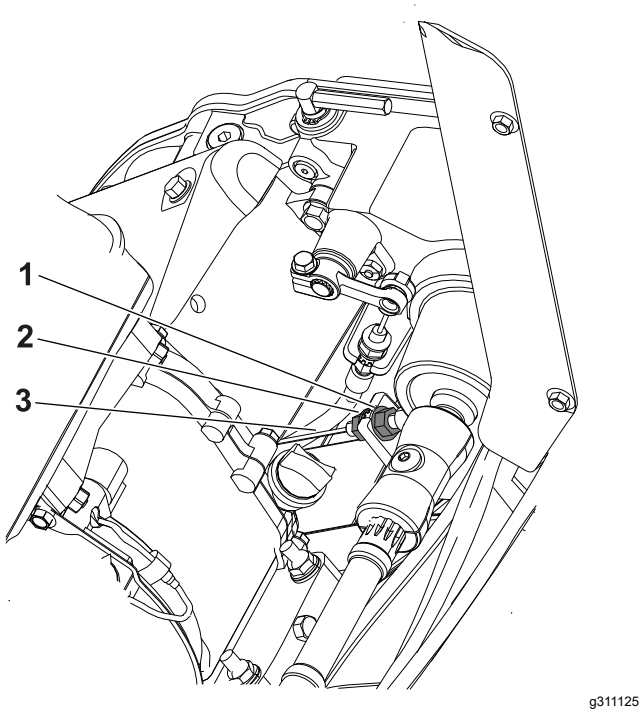

Figuur 38
2. Maak de achterste contramoer los en draai de voorste contramoer vast (Figuur 38).